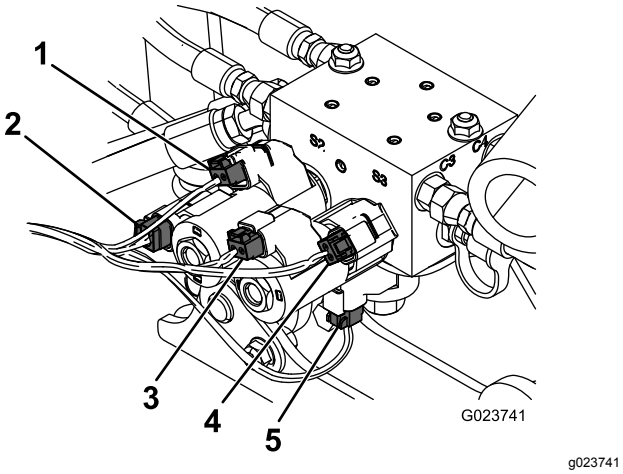

Figur 21
5. Koble ledningssatsen til den hydrauliske blokken, som vist i Figur 21.